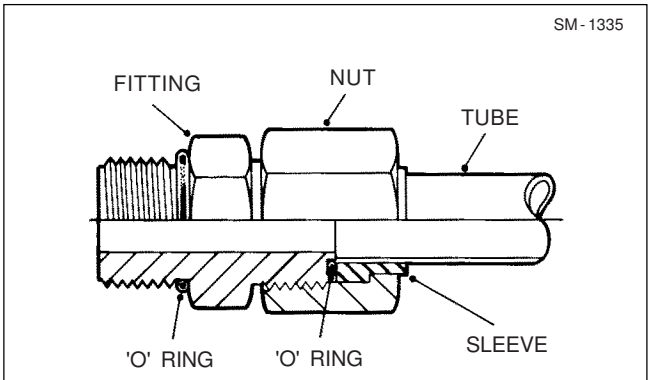

Fig. 6 - Assembly of Typical ORFS Connector
1. Re-install O.R.F.S. connectors into correct ports. Replace o-rings and seals. Ref. Fig. 6